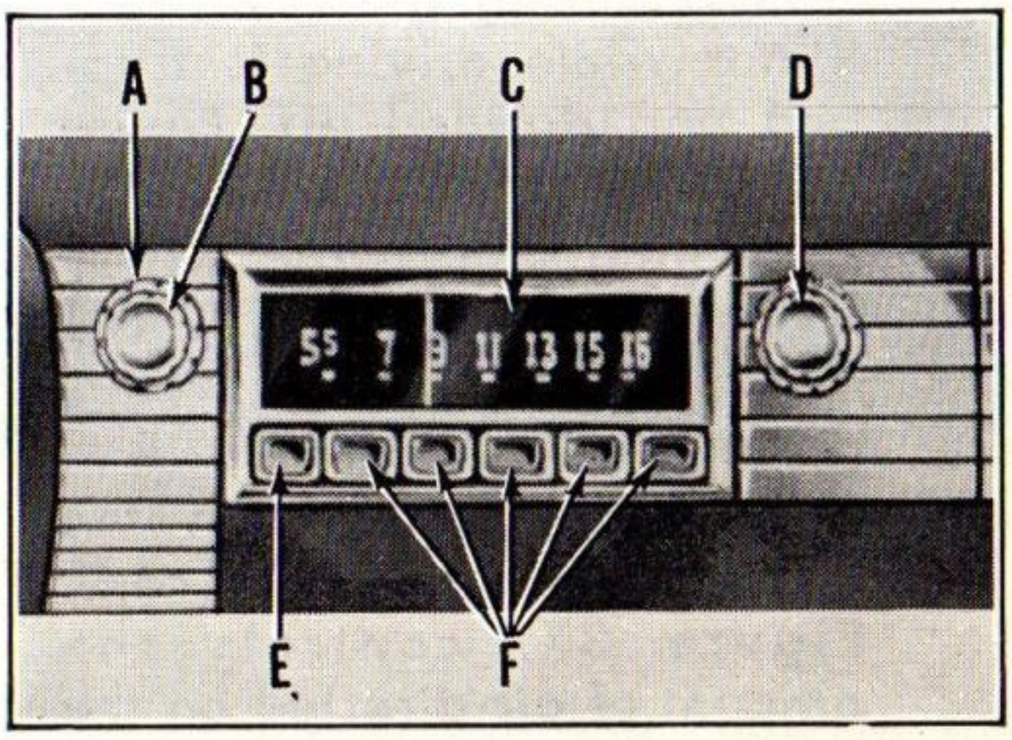

Figure 39
OFF-ON AND VOLUME CONTROL — To turn the receiver on, press in any of the push buttons except the one at the extreme left. This will automatically bring in the station for which the button has been set. To regulate the volume, turn volume control knob (B Figure 39) clockwise or counter-clockwise. To turn off the receiver, press in the button (E) at the extreme left.